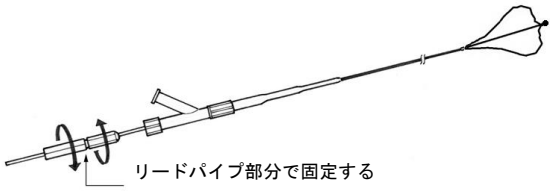

図 2：トルクハンドルの固定
2) バスケットがきちんと開いている位置を確認し、遊びがない位置でしっかりとトルクハンドルのネジを締め付け固定してください。（図 2）